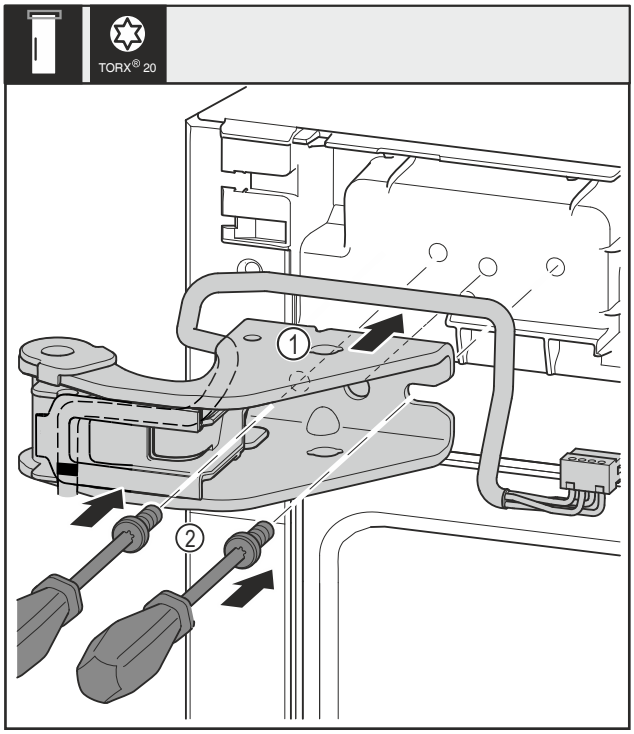

Fig. 32
▶ 装上上方的托架 *Fig. 32 (1)*。
▶ 用螺丝刀插入并旋紧螺钉 *Fig. 32 (2)*。